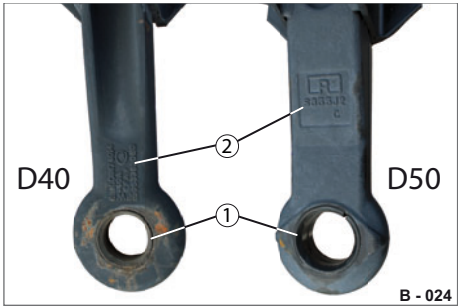

Abb. 9 Zugösen schmieren / Verschleißprüfung
▶ Fetten Sie die Verschleiß-Buchse (/1) und den abgerundeten Bereich der Zugöse (Abb. 9/2) mit Langzeit-Hochdruckfett.